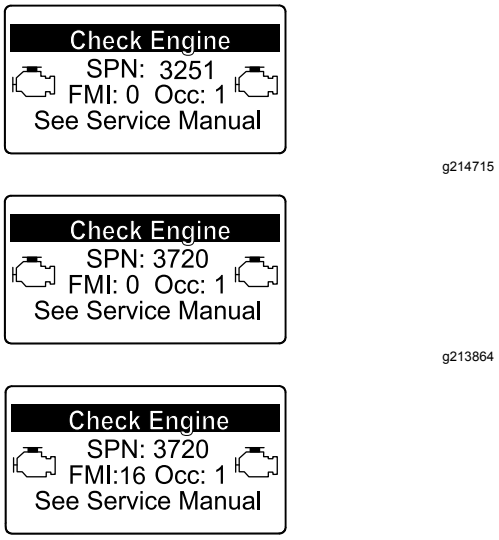

Figuur 82
- Als motorstoring CHECK ENGINE SPN 3251 FMI 0, CHECK ENGINE SPN 3720 FMI 0, of CHECK ENGINE SPN 3720 FMI 16 op het InfoCenter (Figuur 82) verschijnt, maak het roetfilter dan schoon zoals hieronder beschreven: